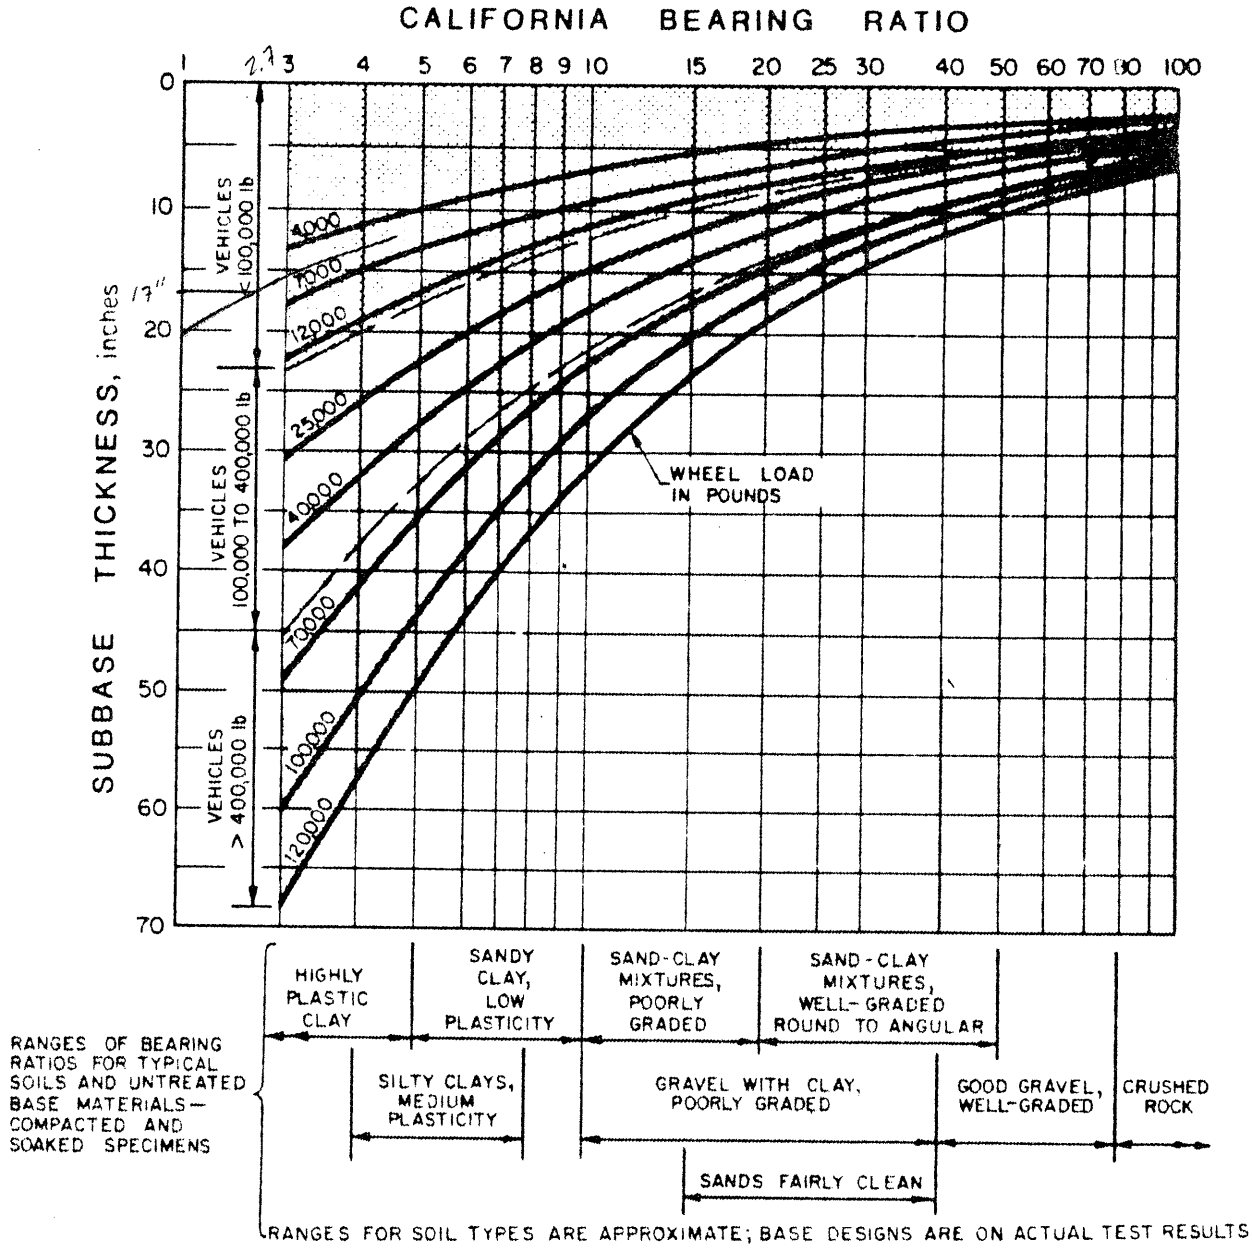

FIGURE 18. - CBR curves.
(3) Use Nomograph (Figure 18 of DOI manual-attached)